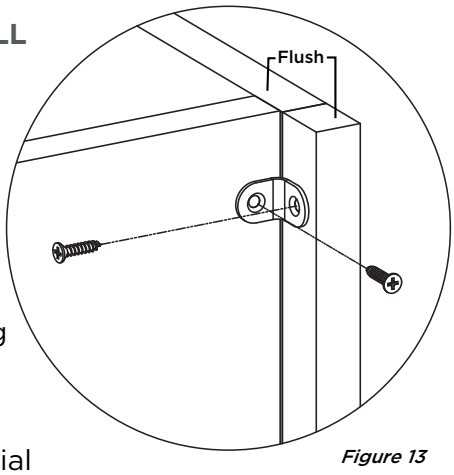

Figure 13
2. Install one strip on either side of the cabinet run using four single-hole angle brackets and 2 stainless steel 1/2" screws, making sure the Filler strip is flush with the top, (Figure 13).